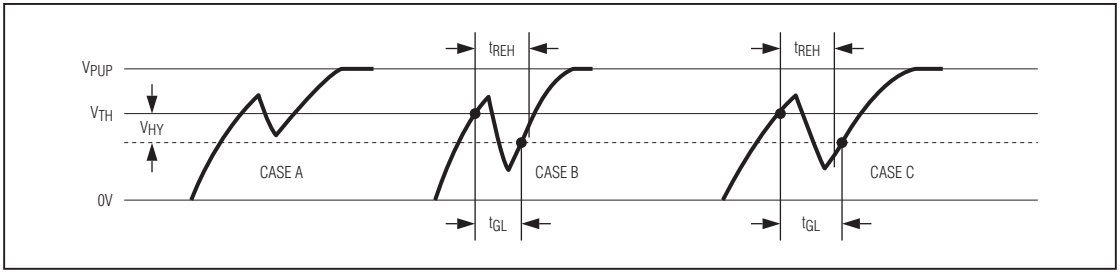

*Figure 14. Noise Suppression Scheme*
3) There is a hysteresis at the low-to-high switching threshold $V_{TH}$. If a negative glitch crosses $V_{TH}$ but does not go below $V_{TH}$ - $V_{HY}$, it is not recognized (Figure 14, Case A). The hysteresis is effective at any 1-Wire speed.
4) There is a time window specified by the rising edge hold-off time $t_{REH}$ during which glitches are ignored, even if they extend below $V_{TH}$ - $V_{HY}$ threshold (Figure 14, Case B, $t_{GL} < t_{REH}$). Deep voltage droops or glitches that appear late after crossing the $V_{TH}$ threshold and extend beyond the $t_{REH}$ window cannot be filtered out and are taken as the beginning of a new time slot (Figure 14, Case C, $t_{GL} \geq t_{REH}$).